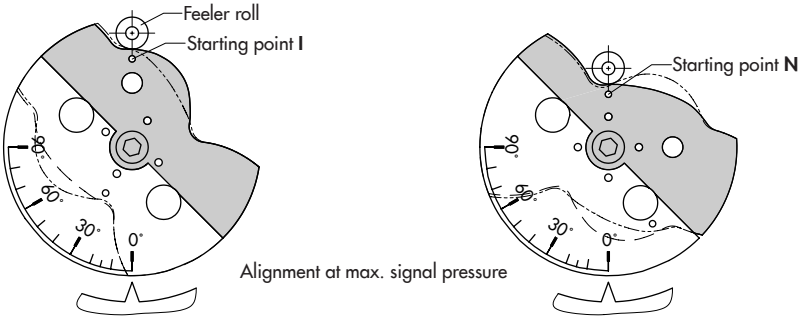
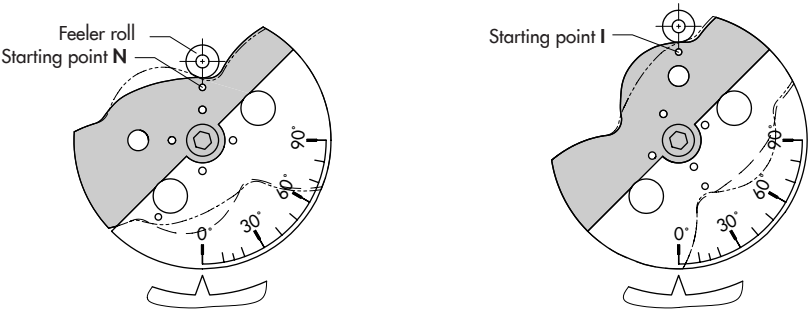

Fig. 5-8: *Cam disk settings for single-acting actuators*
Fig. 5-9: *Cam disk settings for double-acting actuators*
4. Screw the pin (2) into the middle row of holes on the plate (3) and lock it into position over the correct lever marking (1 or 2) as indicated in Fig. 5-8.
5. Clamp the clip (4) onto the lever (1). The clip must be clamped onto the lever (1) with the open side facing downward when the positioner is attached with the air connection at the front.
6. Attach the lever (1) including clamping plate (5) to the shaft (8), making sure that the clip clasps the pin (2).
Fig. 5-8 and Fig. 5-9 show linear cam disks.
Fig. 5-8 illustrates a control valve assembly with a rotary actuator with spring-return mechanism that opens counterclockwise. The arrangement of the springs in the actuator determines the fail-safe position of the valve.
Fig. 5-9 shows how to adjust the cam disk when a double-acting springless rotary actuator is used. The direction of rotation (either counterclockwise or clockwise) depends on the actuator and valve model used. The cam disk must be set when the valve is closed.